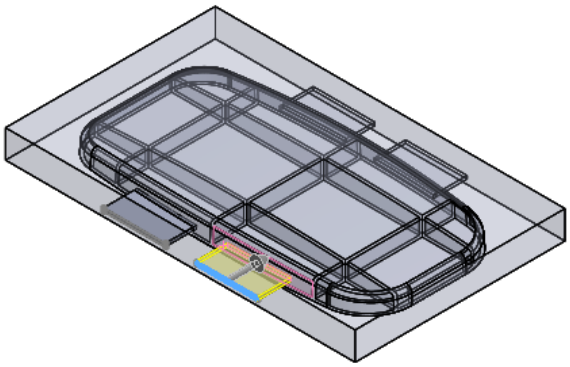

Figure 21-63 *Base feature of Insert1*
6. Extrude the sketch of each slot using contour selection up to the inner front curved face of the cover. Figure 21-63 shows the assembly with the preview of base feature being extruded using contour selection.